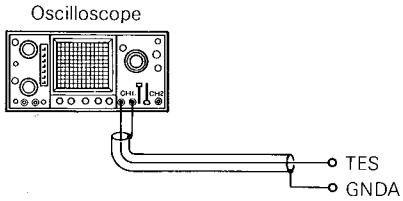
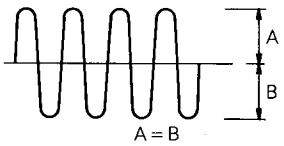

Fig. 15
Fig. 22
(1) Connect oscilloscope to TES and GNDA. (fig. 15)
(2) Insert the disc and place the unit in the play mode.
(3) Release the tracking servo. (Step 6-3)
(4) Adjust diffraction grating screw so that the waveform becomes maximum.
(1) Connect the oscilloscope (DC input) to TES and GNDA. (fig. 15)
(3) Release tracking servo. (See step 6-3)
(4) Adjust VR104 so that the amplitude above and below the zero DC line becomes equal. (Amplitude A = amplitude B) (fig. 22)